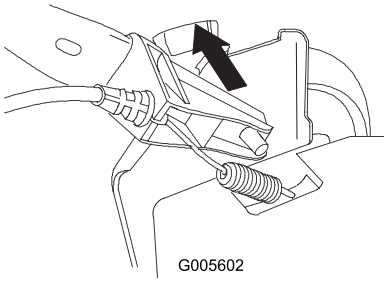

Figur 4
2. Monter enden av venstre nedre håndtak og kabelfestet på tappen på venstre håndtaksbrakett (Figur 4).
Merk: Bruk det øverste hullet i håndtaket (Figur 4).